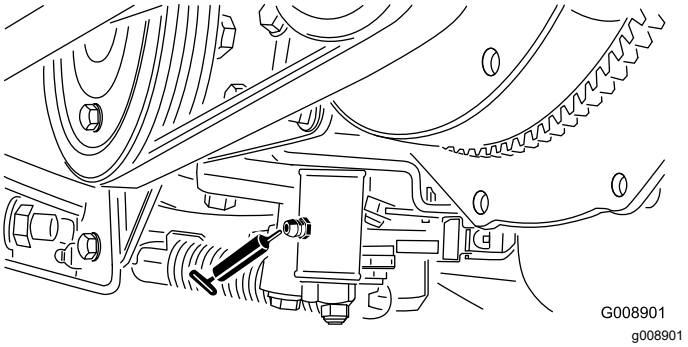

**Figur 52**
- Justeringsmekanism för neutralläge (Figur 52)